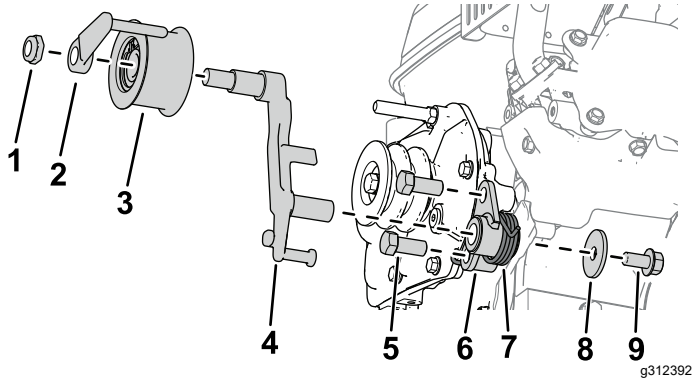

Figura 3
5. Instale el soporte del embrague en la caja de engranajes con 2 pernos (7/16" x 1"), como se muestra en la Figura 3.
6. Instale la palanca del embrague en el soporte del embrague (Figura 3).
7. Instale el muelle de torsión en el soporte del embrague con una arandela (⅜" x 1⅜") y un perno (⅜" x ¾"), como se muestra en la Figura 3.
8. Instale el conjunto de la polea tensora en la palanca del embrague con una guía de correa y una tuerca hexagonal (Figura 3).